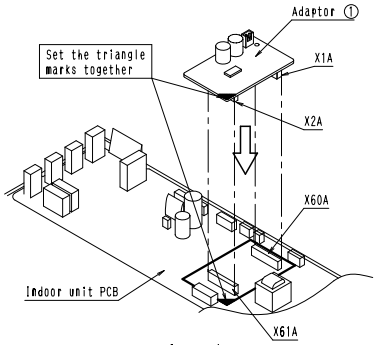

Fig. 1
(1) Mount the Adapter ① on the indoor unit PCB by setting the triangle marks together. (Fig. 1)
❸ ELECTRIC WIRING for MODELS OTHER THAN FFQ
(1) Mount the adapter ① on the indoor unit PCB by setting the triangle marks together. (Fig. 1 in ❷ ELECTRIC WIRING for FFQ model)